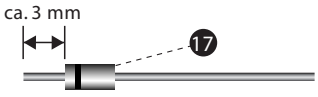

Abb.1
1. Das Kabel (24) in zwei gleich lange Stücke schneiden und dann an jeweils beiden Enden ca. 3 mm abisolieren und verzinnen. Vorsicht, das Kabel kann leicht reißen!
2. Denjenigen Anschlussdraht der Diode (17), in dessen Richtung der schwarze Markierungsring der Diode zeigt, auf ca. 3 mm Länge kürzen, siehe Abb. 1.